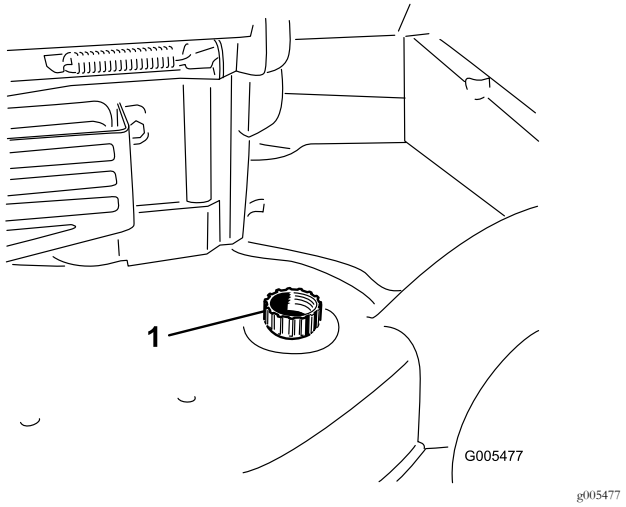

Figuur 22
4. Bevestig een tuinslang die aangesloten is op een kraan aan de wasaansluiting op de machine (Figuur 22).